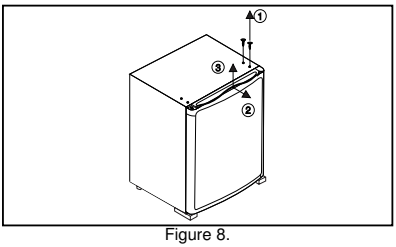

Figure 8.
10. Remplacement du panneau de porte décoratif (fig. 8 à 10)